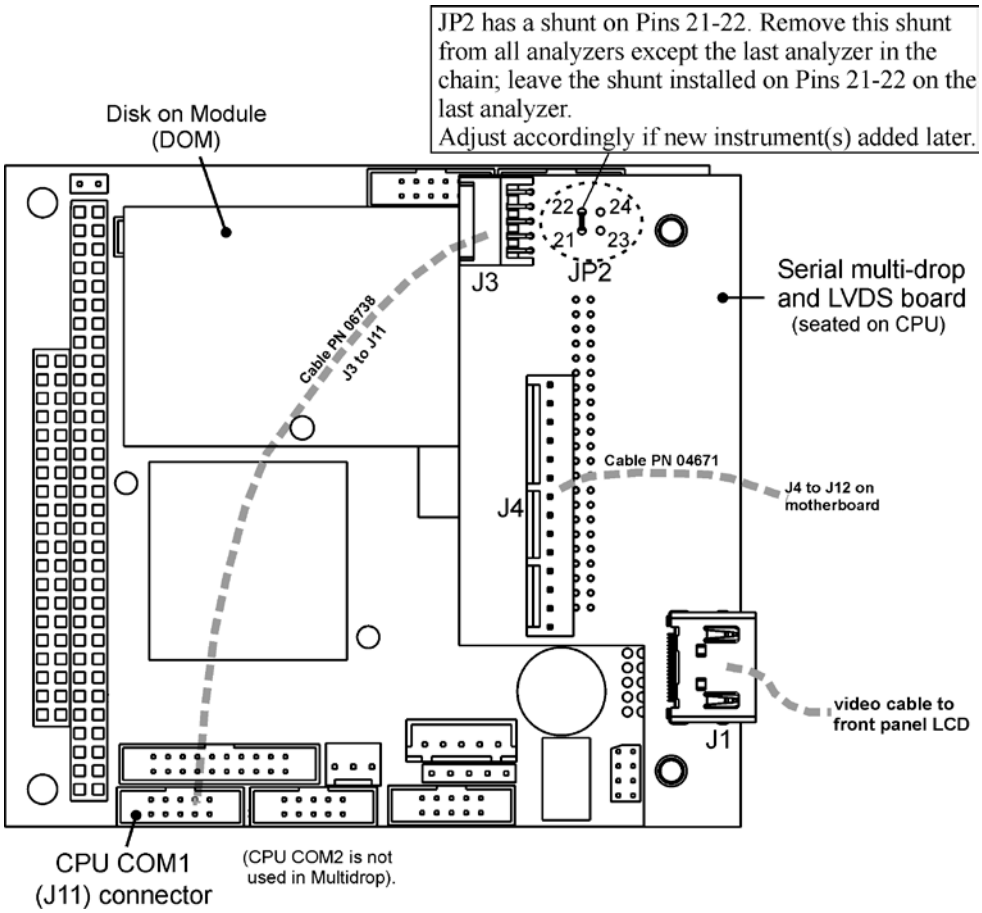

**Figure 3-16: Jumper and Cables for Multidrop Mode**
In each instrument with the Multidrop option there is a shunt jumpering two pins on the serial Multidrop and LVDS printed circuit assembly (PCA), as shown in Figure 3-16. This shunt must be removed from all instruments except that designated as last in the multidrop chain, which must remain terminated. This requires powering off and opening each instrument and making the following adjustments:
3. Check that the following cable connections are made in *all* instruments (again refer to Figure 3-16):